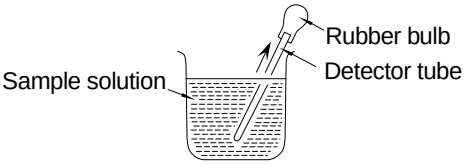

FIG. 2.26 DIRECT SAMPLING METHOD
(3) Direct sampling method (see FIG. 2.26) : Sample solution is drawn into the tube end by a rubber bulb (an extra option).The concentration of the ion is read by the direct reading method or the concentration chart method as in case of the gas detector tubes.